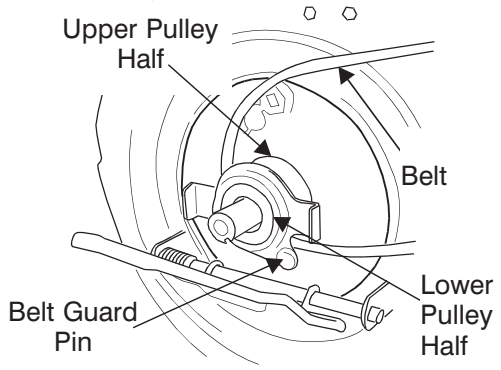

Figure 26
19. Place belt between the two pulley halves on the crankshaft. Make sure to route the belt inside the belt guard pin. See Figure 26.
IMPORTANT: ***For proper assembly, it is essential to keep the assembly positioned as shown in Figure 26.***